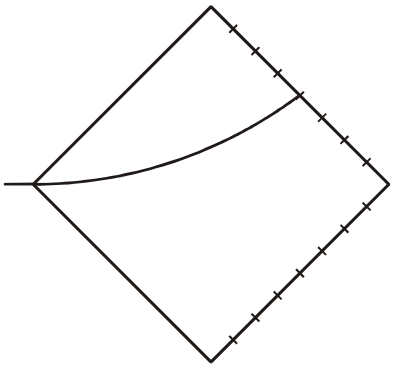

Fig. 3: Desvio do feixe de elétrons pelo meio da escala à beira da tela luminescente
- Elevar lentamente a corrente que atravessa o par de bobinas de Helmholtz em 2 I_H, até que o feixe de elétrons na beira da tela luminescente passe pelo meio da escala (veja fig. 3).